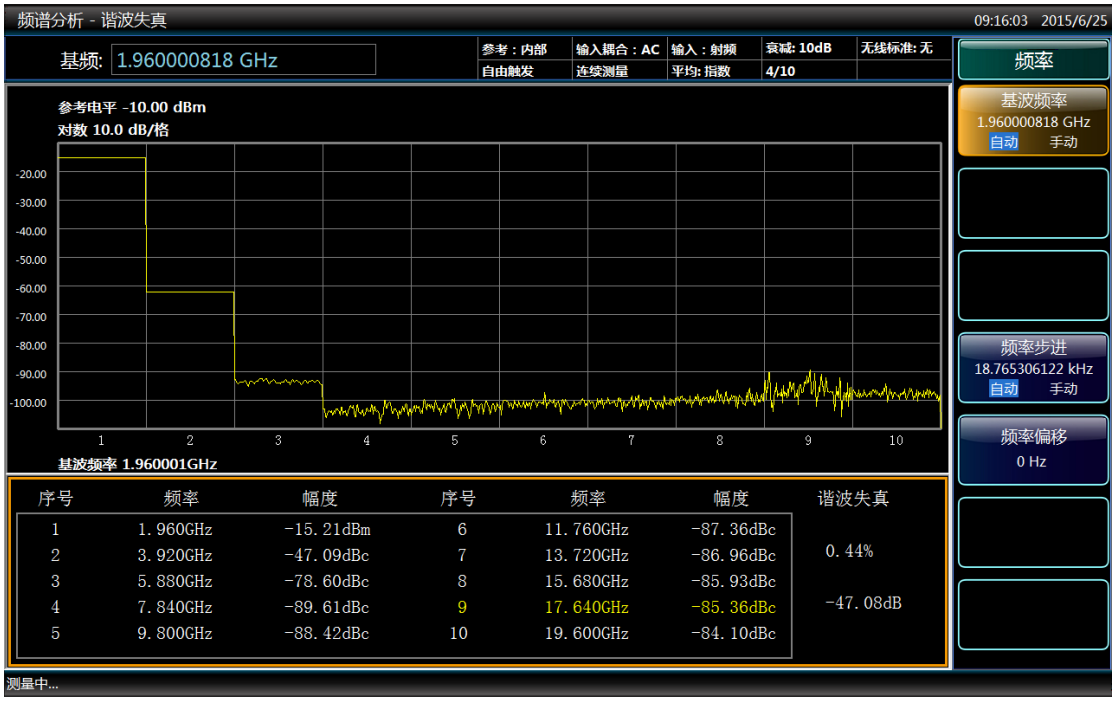

图 4.77 谐波失真测量结果
- 谐波失真测量结果显示如图 4.77 所示。文本窗口显示了基波的绝对功率值和谐波相对于基波的值，并给出了总谐波失真。